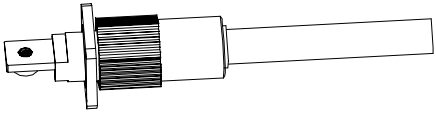

Рис. 3.7
e) Закройте разъём наружной крышкой (рис. 3.7).